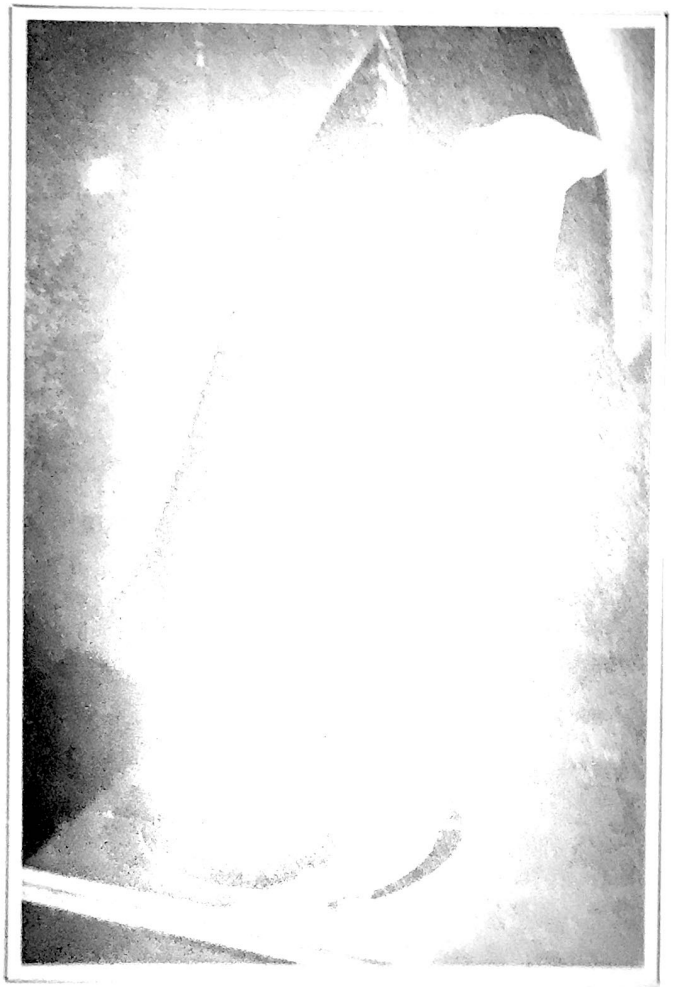

Figure 309 - Jiffy Gauge Checking Caster Second Position
3. Turn the left wheel 25° to the left and level the gauge and take the reading on the upper scale (Fig. 309). If both readings are on the same side of zero, subtract the one from the other to get the caster angle of the left wheel. If the two readings are on opposite sides of zero, add them to get the caster angle. Readings toward the wheel are positive and away from the wheel are negative caster angle.
with Jiffy Gauge" and 1-3 (above) on the right wheel, turning the wheels so that the pointer of the right turn plate reads 25° to the right for the first caster reading, Fig. 308, and 25° to the left for the second caster reading, Fig. 309.